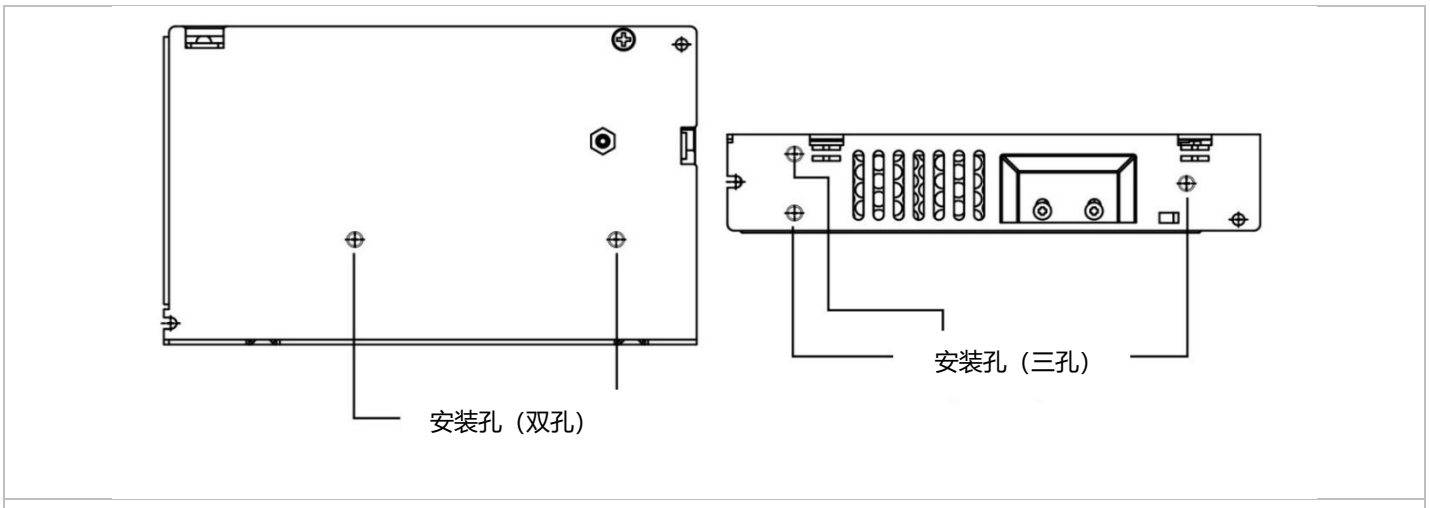

图. 3　装配示意
Ⓐ 底面安装：图 3 显示为安装孔位置，电源供应器装配于金属安装表面。
- 使用软性电线（绞线或实心）AWG No.18-12，用户应根据实际输出电流计算选择合适之电线规格（形式/数量/直径）。端子台/连接器扭力不得超过 8 Kgf.cm. (6.94 lbf.in)，拔线长度不得超过 0.275” 或 7mm (参见图 3)。